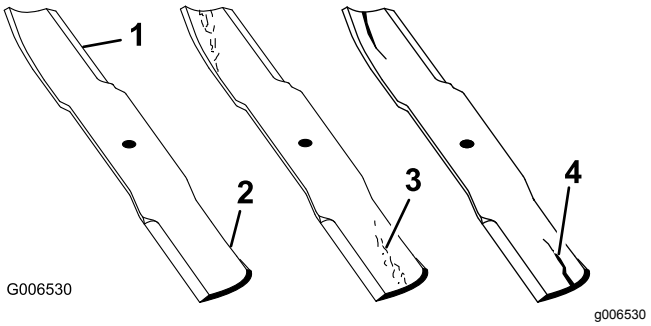

Figuur 99
1. Controleer de snijranden (Figuur 99).
4. Als u scheuren, slijtage of groefvorming in dit deel constateert, moet u direct een nieuw mes monteren (Figuur 99).